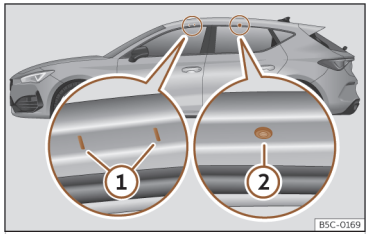

Abb. 193 Befestigungspunkte der Längsträger für den Dachgepäckträger (Leon).
Gültig für Leon: Die vorderen und hinteren Befestigungspunkte ① und ② sind nur bei geöffneten Türen sichtbar ››› **(Abb. 193)**.